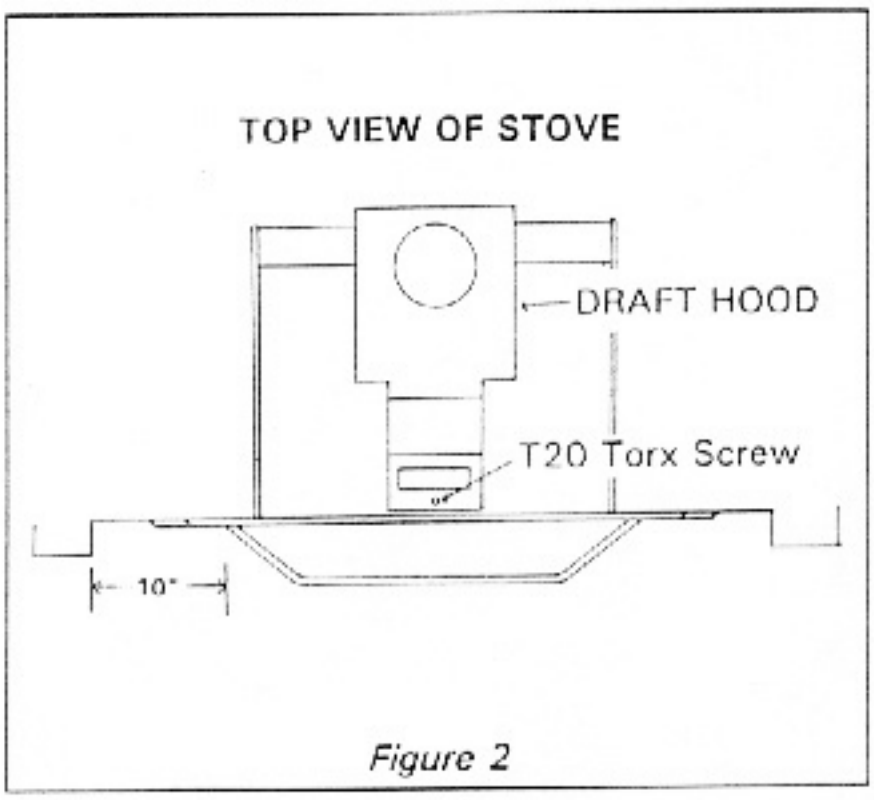

Figure 2
2. Remove the vent collar plate from the top of the stove by unscrewing the T20 Torx screw, located on the center top of the stove and slide backwards. (See figure 2)